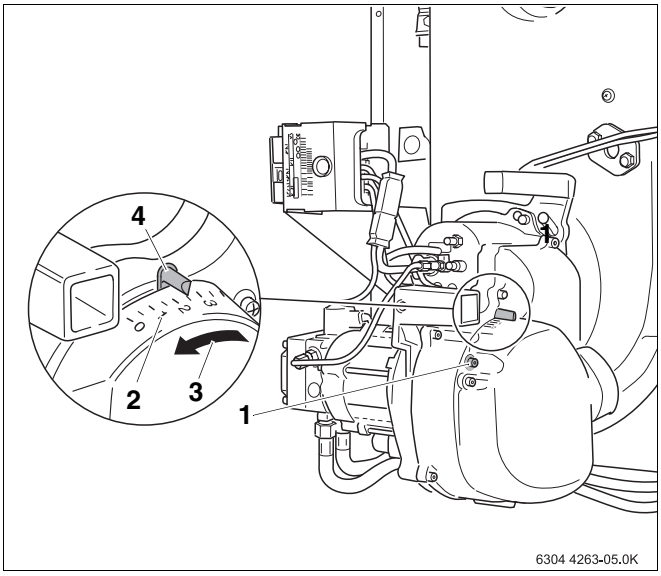

Abb. 16 Ansaugluftführung einstellen
- Feststellung der Ansaugluftführung (ALF) lösen (Abb. 16, **Pos. 1**).
Achten Sie darauf, dass ein höherer Gebläsedruck durch Verschieben des Reglers zu kleineren Zahlenwerten auf der Anzeigeskala führt. Dies entspricht der Pfeilrichtung in Abb. 16.